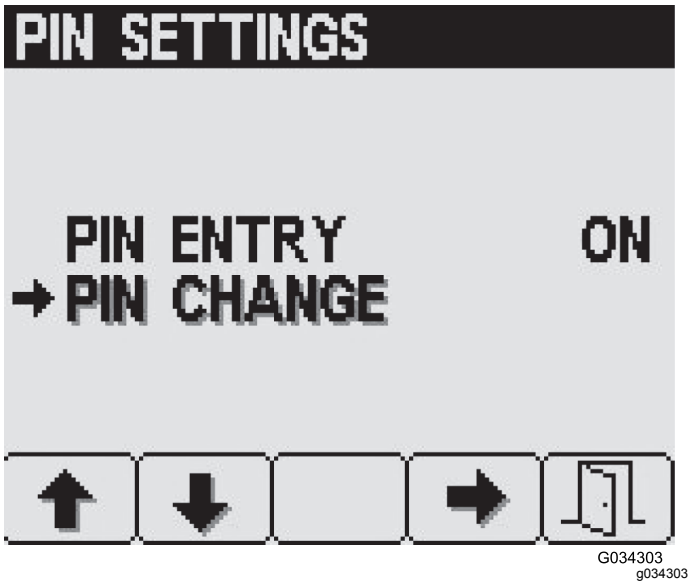

Рисунок 34
3. На экране PIN Settings (Настройки PIN-кода) нажмите кнопку 2, чтобы перейти к пункту PIN Change (Изменение ПИН-кода), а затем нажмите кнопку выбора 4 (Рисунок 34).